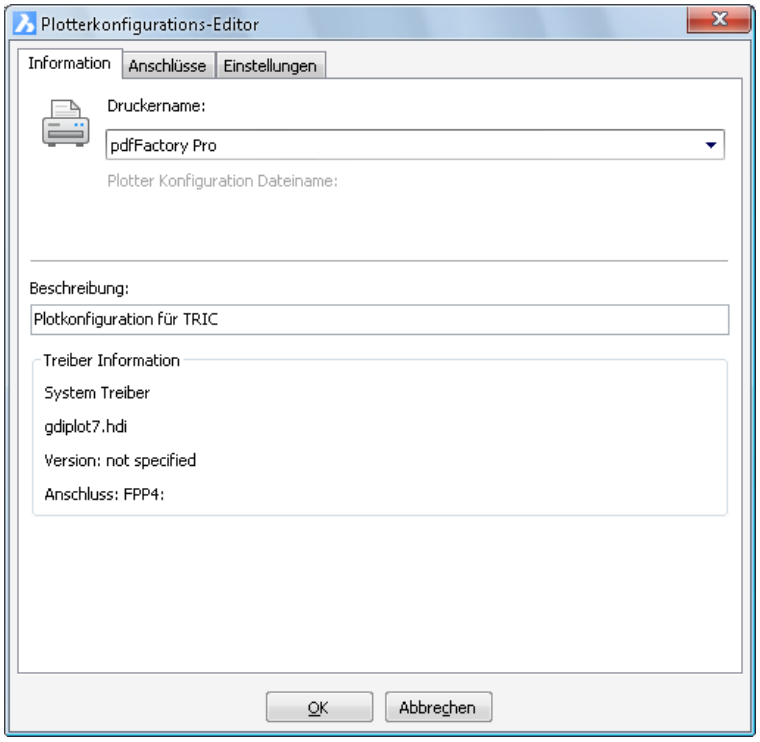

Bild 15.2 – Die Plotterkonfiguration
- Unter *Drucker / Plotter Konfiguration* wählen Sie den gewünschten Ausgabedrucker aus, in diesem Fall *pdfFactory (Pro)*. Klicken Sie dann auf die kleine Schaltfläche rechts neben dem Listenfeld, *Bearbeite Plotter Konfiguration*. Der *Plotterkonfigurations-Editor* wird geöffnet (Abb. 15.2).